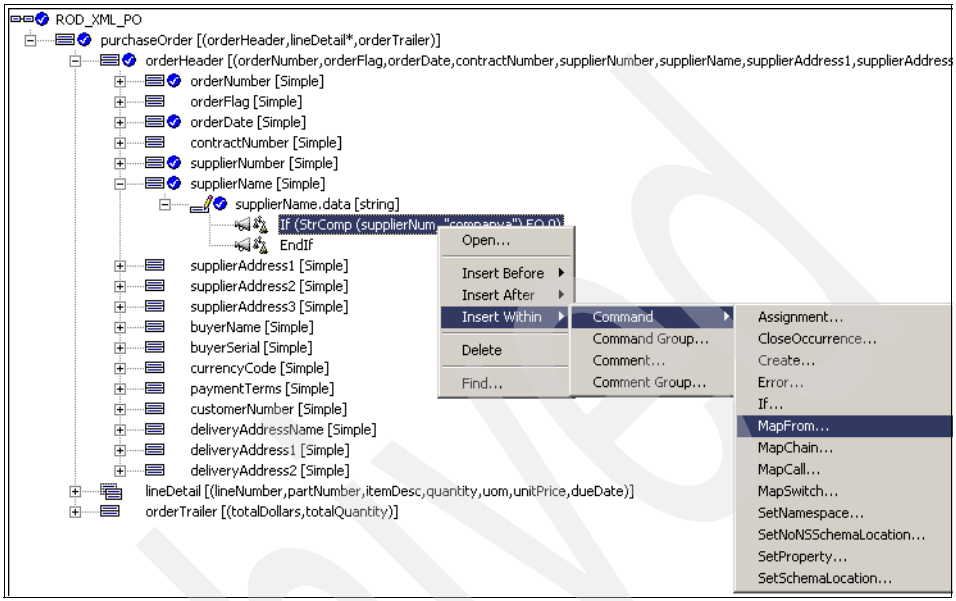

Figure 15-44 Map Command window
9. Select the newly created If command from the Mapping Command window then right click and select **Insert Within Command MapFrom...** (Figure 15-44)**.**